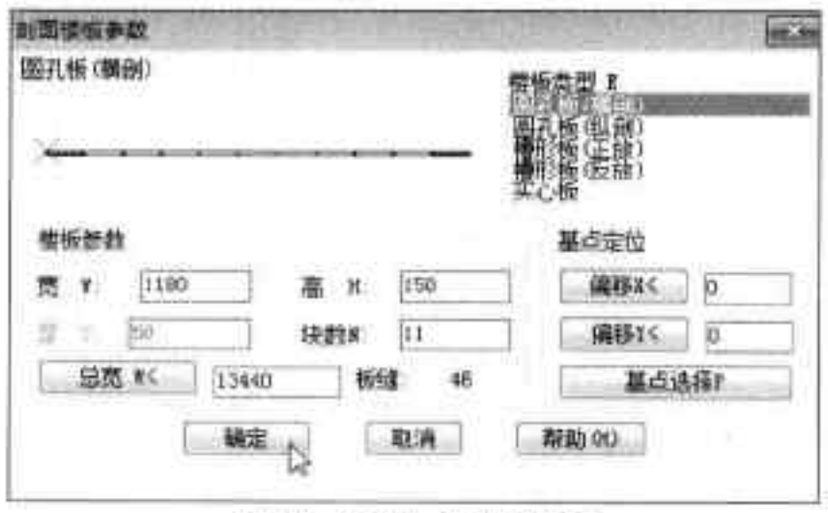

图18-114 添加楼板
Step45 执行“预制楼板”命令，在打开的“剖面楼板参数”对话框中，设置好楼板参数，并将其添加至剖面图中，如图 18-114 所示。